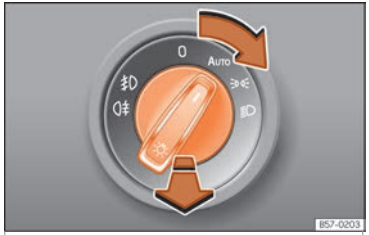

Fig. 42 Painel de instrumentos: comando das luzes.
- Rode o interruptor para a posição desejada ››› Fig. 42.